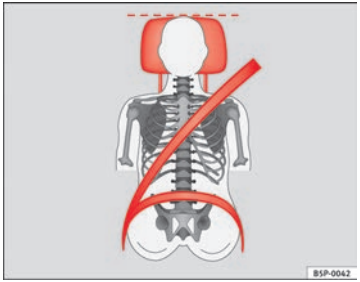

Fig. 12 Correct seat belt and head restraint positions, viewed from front
- **The shoulder belt must be positioned around the middle of the shoulder. The seat belt must lie flat and snugly on the torso ⇒ Fig. 12.**